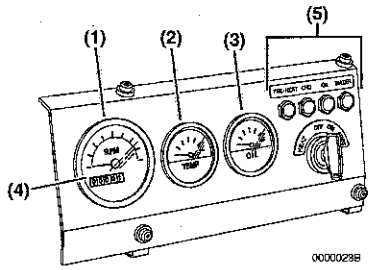
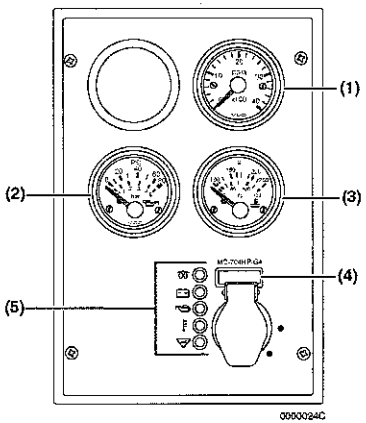

Figura 4
Figura 5
1. Quando il motore è in funzione verificare che gli indicatori riportino valori normali. Gli indicatori mostrati nella **Figura 5** e nella **Figura 4** sono a solo scopo illustrativo.
- **Contagiri (Figura 5, (1))** o **(Figura 4, (1))**: verificare che la velocità del motore sia entro i limiti normali. *Vedere Specifiche di velocità del motore a pagina 132.*
- **Pressione olio motore (Figura 5, (2))** o **(Figura 4, (3))**: verificare che la pressione dell'olio del motore sia entro i limiti normali. *Vedere Specifiche principali del motore a pagina 133.*
- **Temperatura liquido refrigerante del motore (Figura 5, (2))** o **(Figura 4, (3))**: verificare che la temperatura del liquido refrigerante del motore sia entro i limiti normali.
- **Contaore:** il contaore **(Figura 5, (4))** o **(Figura 4, (4))** indica il numero totale di ore di funzionamento del motore. Questa indicazione è utile per la pianificazione delle operazioni periodiche di manutenzione. *Vedere Programma di manutenzione periodica a pagina 92.*
2. Quando il motore ha raggiunto la temperatura di funzionamento, tutte le spie **(Figura 5, (5))** o **(Figura 4, (5))** saranno spente. Se una o più spie sono accese, spegnere il motore e fare eseguire le riparazioni necessarie.